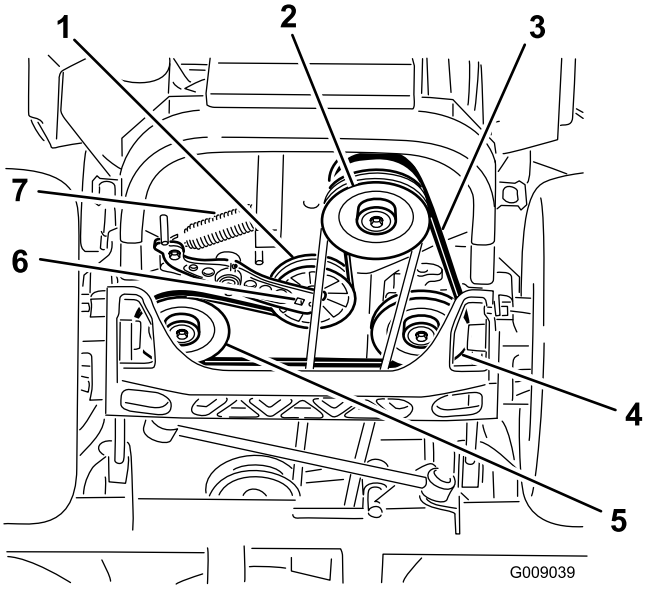

Figur 76
4. Løft opp maskinen og støtt den med jekkstøtter (Figur 76).
5. Bruk en skralle i det firkantede hullet i lederullarmen for å fjerne blindfjæren (Figur 76).
6. Hekt fjæren av rammen (Figur 76).
9. Bruk en skralle i det firkantede hullet i lederullarmen for å montere blindfjæren til rammen (Figur 76).